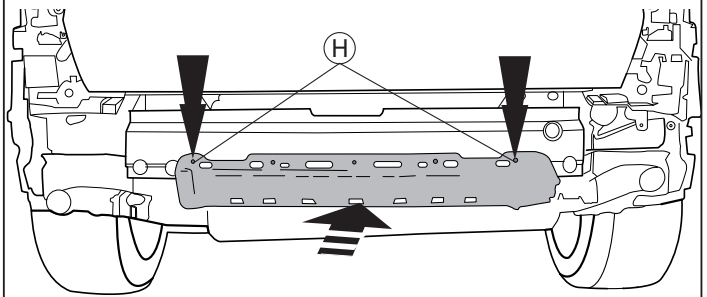

Fig.3
7. Установить пластмассовый корпус на поперечный брус буксирного крюка в точках H. См. рисунок 3.